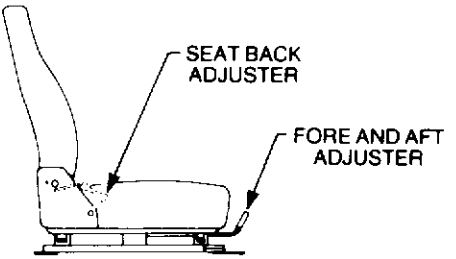

Figure 1-14 Seat adjustment
83. Cabin seating (Fig. 1-14)
The central cabin seat back can be tilted foward and utilized as a platform by the observer using the roof hatch, and the fore and aft movement can be adjusted as illustrated in Fig. 1-14.